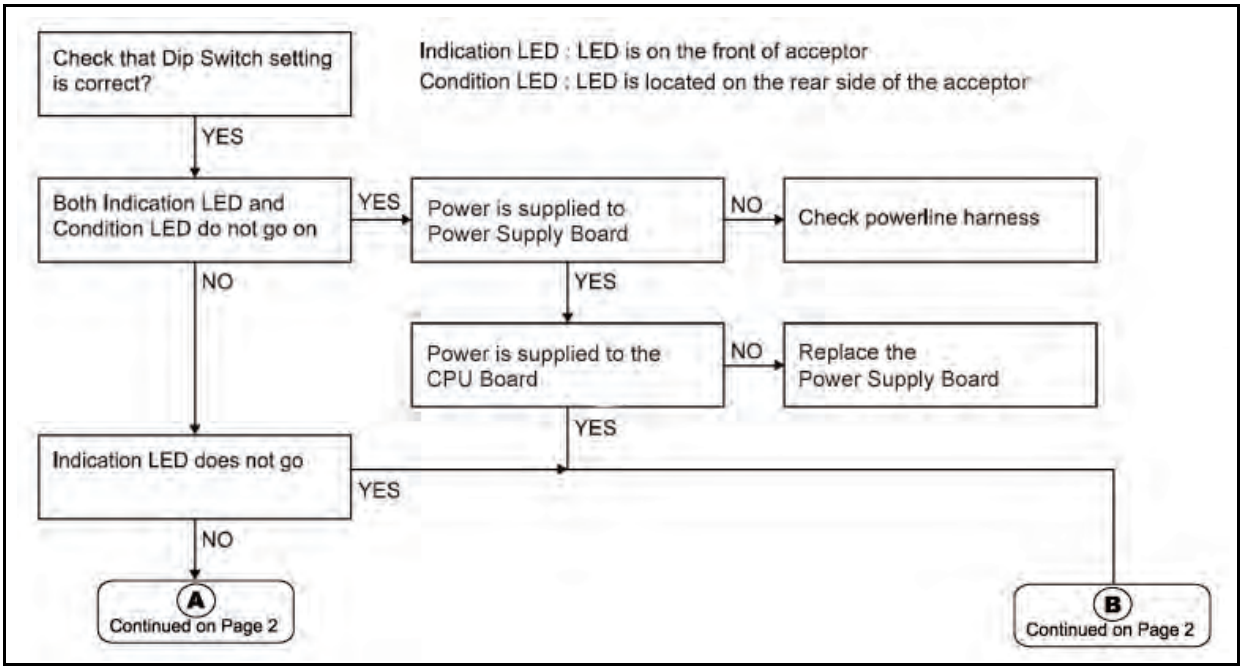

Figure A-1 DBV-30X Bill Validator Test Mode Failure Flow Chart Diagram (Part 1)
1. Test mode fails (See Figure A-1 and 2).
The Figure A-1 and A-2 Flowcharts diagram the failure conditions related to entering test correctly.